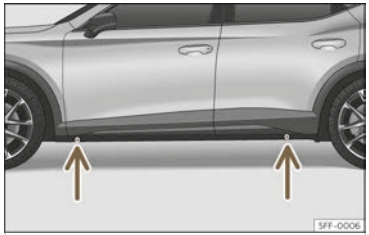

Fig. 254 Jack position points.
- Look on the crossbar for the mark of the jack support point (sunken area) closest to the wheel to be changed ››› **Fig. 254**.